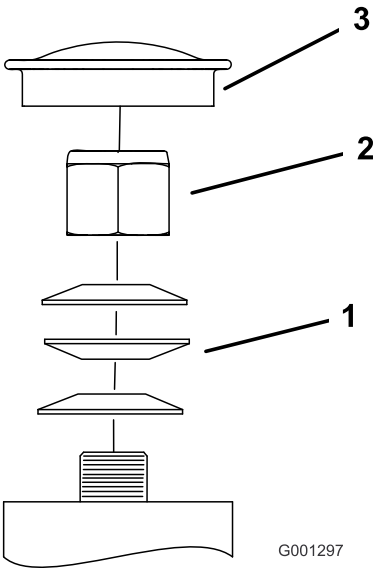

Figur 60
3. Ta av dammkåpan och dra åt låsmuttern (Figur 60).
4. Dra åt låsmuttern tills fjäderbrickorna är plana och släpp sedan efter 1/4 varv för att få rätt förbelastning på lagren (Figur 60).
Viktigt: Kontrollera att fjäderbrickorna har monterats korrekt i enlighet med Figur 60.
5. Montera dammkåpan (Figur 60).